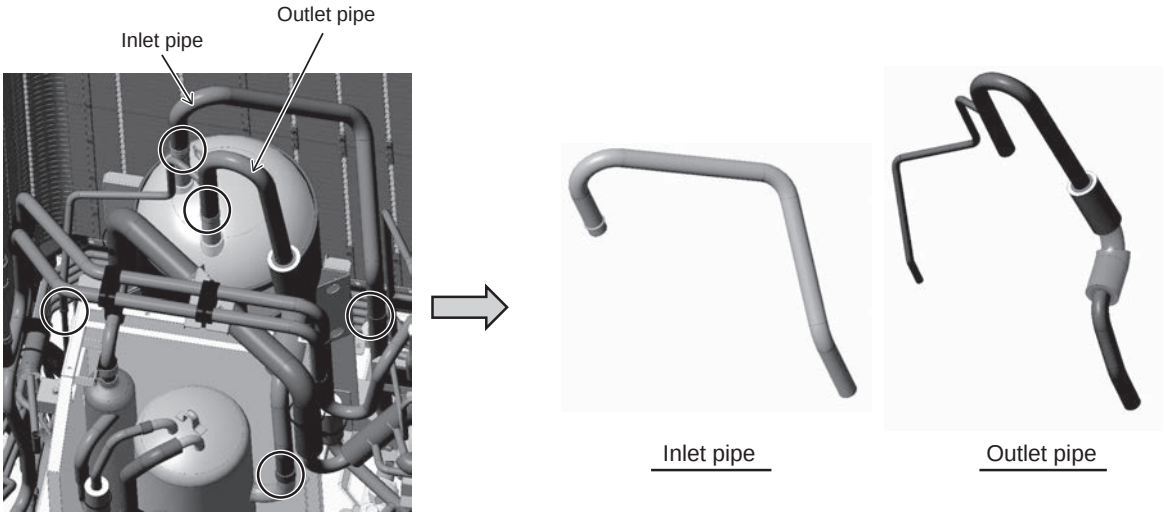

Figure 10
(10) Remove the braze from the five areas on the accumulator inlet and outlet pipes. (See Figure 10.)